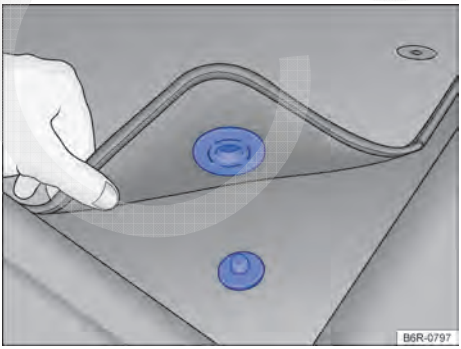

Fig. 17 Tapete dianteiro do lado do condutor com fixação no pino do carpete.
- ✓ Acomodar bem o tapete na área para os pés do lado do condutor de modo que não obstrua a área dos pedais. Dependendo da versão do veículo, o tapete dianteiro do lado do condutor pode ter fixação no pino do carpete → Fig. 17.